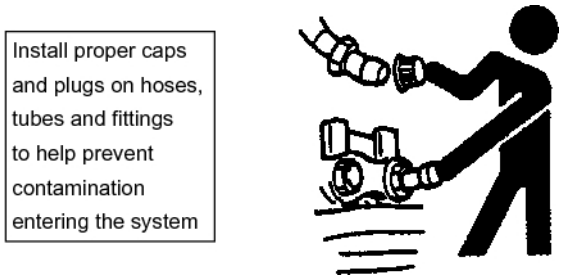

Fig. 8-12
3. Install the proper plugs and caps onto hoses, tubes and fittings to avoid the possibility of contamination entering the hydraulic system. See Fig. 8-12.